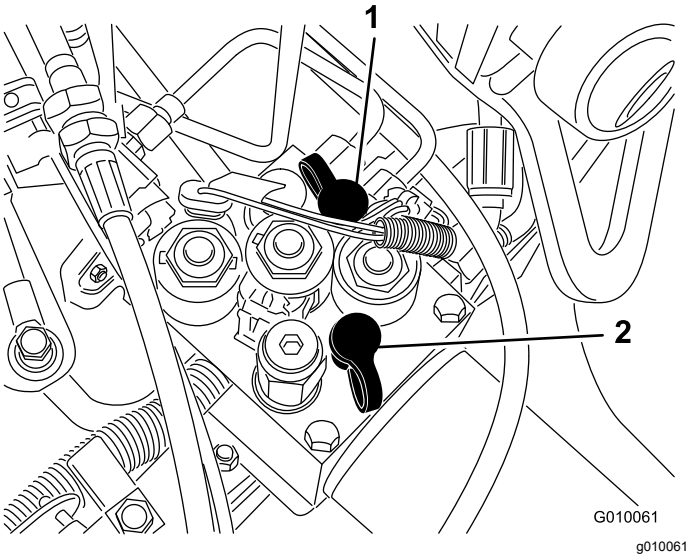

Figur 64
- Testport G 2 (Figur 64) benyttes til at hjælpe ved fejlfinding i traktionsladekredsløbet.
- Testport G 1 (Figur 64) benyttes til at hjælpe ved fejlfinding vedr. trykket i løftekredsløbet.